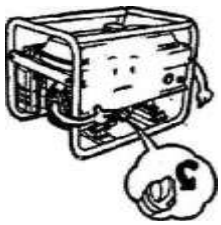

рис. 7.1
1. Открутите крышку и достаньте щуп (рис. 7.1)